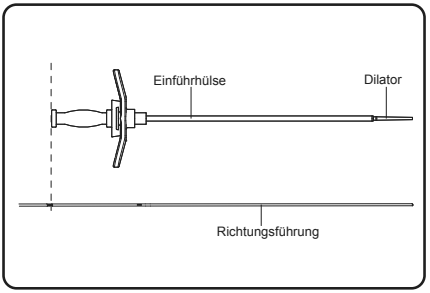

Abbildung 10. Die Dilatorhülsennabe mit der entsprechenden Markierung an der Richtungsführung ausrichten.
5. Die Richtungsführung an der Einschnittstelle festhalten. Den Dilator und die Einführhülse über die Richtungsführung schieben und in das Foramen vorschieben. Die dritte proximale Tiefenmarkierung an der Richtungsführung ist mit der Oberseite der Dilators auszurichten (**Abbildung 10**). Falls möglich, sollte fluoroskopisch bestätigt werden, dass die strahlenundurchlässige Markierung der Einführhülse auf halben Weg bis zu zwei Drittel des Weges in der Kreuzbeinplatte zu liegen kommt.